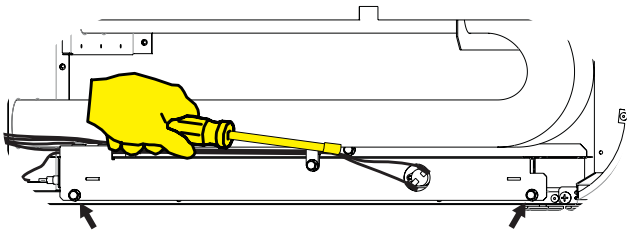

Figure 6
Pour les modèles PVS fabriqués avant le numéro de série 141874877 : Reposer la vis à tête hexagonale enlevée à l'étape 6 dans le trou de montage arrière du plateau chauffant, dans le panneau arrière du compartiment de l'échangeur de chaleur de l'appareil de chauffage. **Voir Figure 6.**
9. Poser deux vis à tête hexagonale n° 10 x 1/2 à travers le support de plateau à condensat dans le panneau inférieur de l'appareil de chauffage. Ne pas serrer ces vis à fond. **Voir Figure 6.**